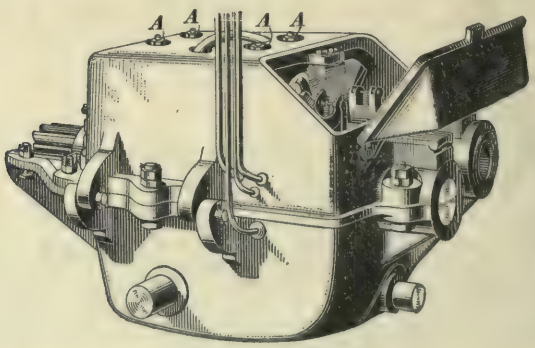
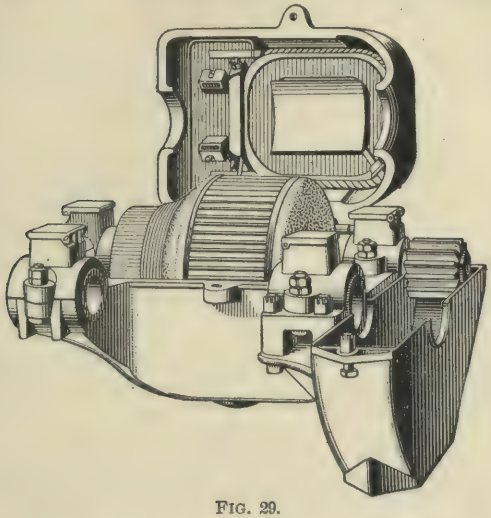

FIG. 28.
FIG. 29.
in most cases, to roll the truck out from under the car; but most street-railway men do not now look upon this as a bad feature, because most of them think that it is best for the car and also for good inspection. Fig. 28 shows the motor
closed and Fig. 29 shows it open for taking out an armature or a top field. The motor cannot be opened from below
**42. Field Coils.**—There are two fields, one of which goes in the top and the other in the bottom, as shown in Fig. 29. As the pole pieces on which the field coils go are cast on the frame itself, they cannot be flanged, because the coils could not then be put on over them. Since the pole pieces are not flanged, they cannot hold the coils in place; so the coils are wound in shells that are secured by means of bolts *A*, *A*, *A*, *A*, Fig. 28, passing through removable flanges. There are several kinds of fields provided for the motor, to meet different conditions of service. One kind that has been adopted by several large roads consists of 190 turns of No. 6 B. & S. gauge, double cotton-covered, round copper wire.